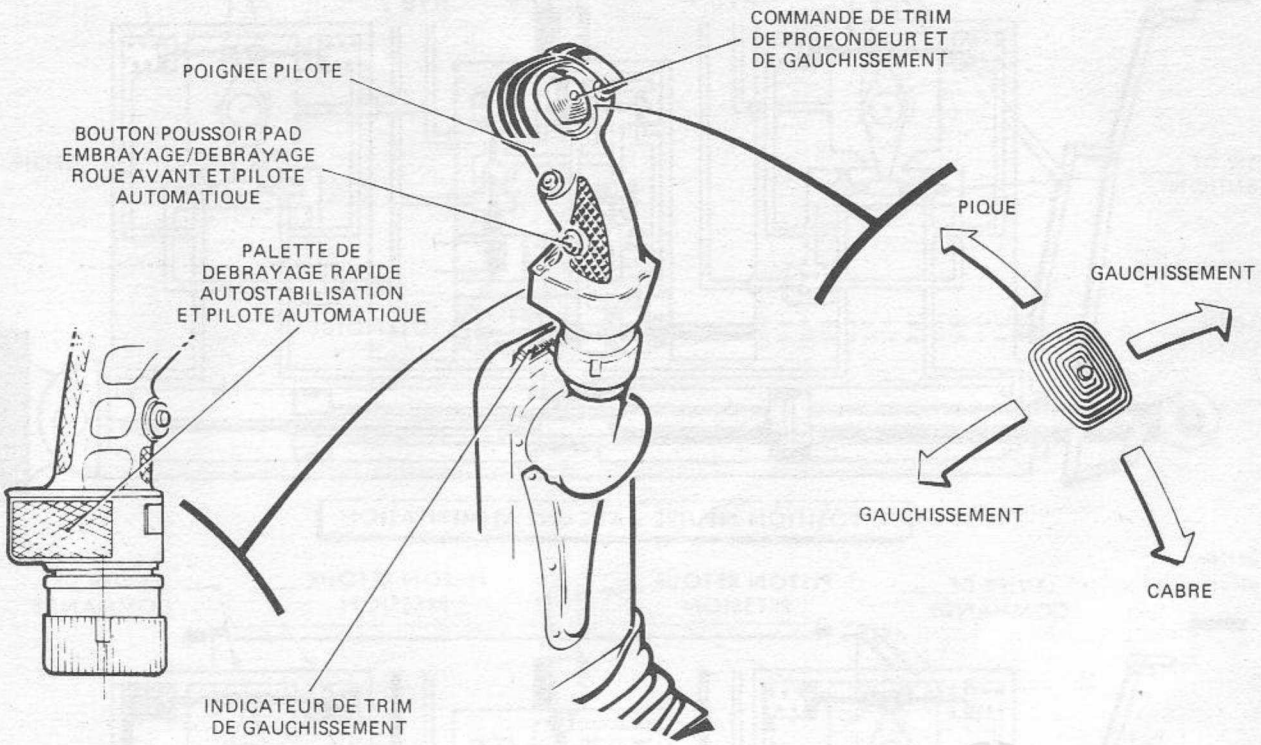

FIGURE 2 - MANCHE ET POIGNEE PILOTE
6.2.2 - Manche et poignée pilote (Fig. 2)